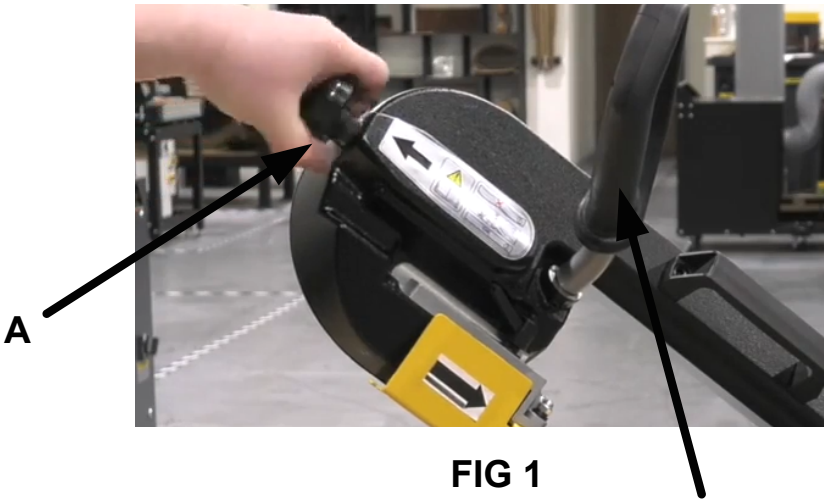

FIG 1
1. Turn the blade tension knob (A in Fig 1) clockwise to increase the blade tension.